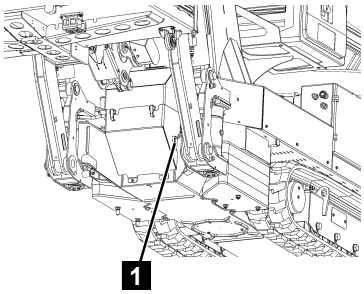

Fig. 50
1. Connect the extension cable to the connector (Fig.50/1). Observe the maximum cable length.